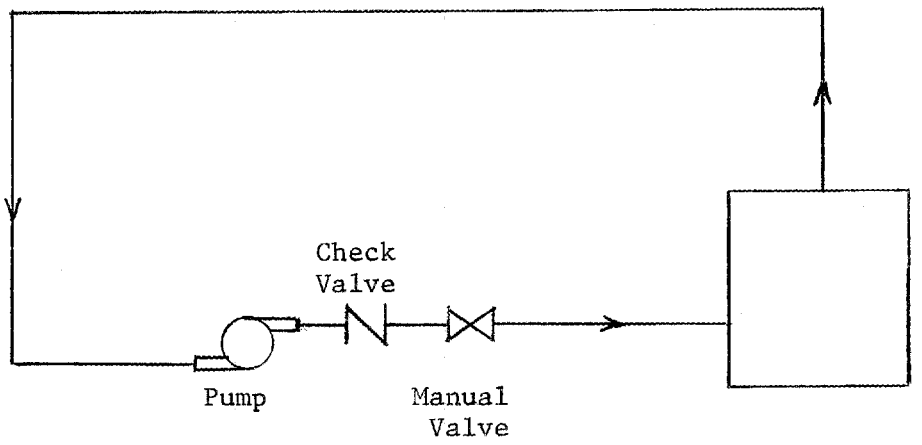

Fig. 5.2. Coolant Loop with One Pump
8. Look at the coolant loop in Fig. 5.2. When the one pump is shut off, the flow will coast to a stop as the pump impeller coasts down, and the check valve will close slowly with no water hammer resulting. hammer